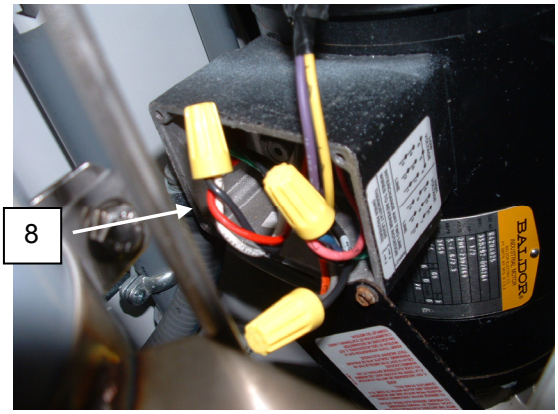

Figure 3. Replace the Pump Seal.
10. Install locknut retaining conduit **(Figure 3, Item 8)** and install conduit.
14. Tighten the cartridge seal **(Figure 3, Item 7)** securing setscrews.